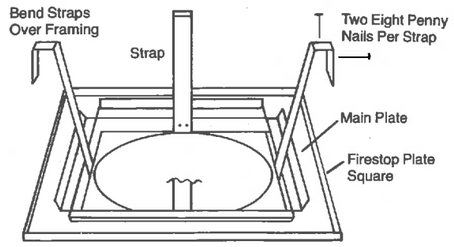

Fig. 2 Ceiling Support, SC-CSP
5. Using two eight penny nails per strap, nail into upper edge and to outside of framing. See Fig. 2. Check that firestop plate is level and flush against framing or ceiling.